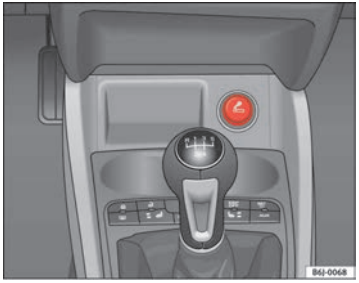

Fig. 81 Lighter
– Press on the cigarette lighter ⇒ fig. 81 to activate it ⇒ ⚠.